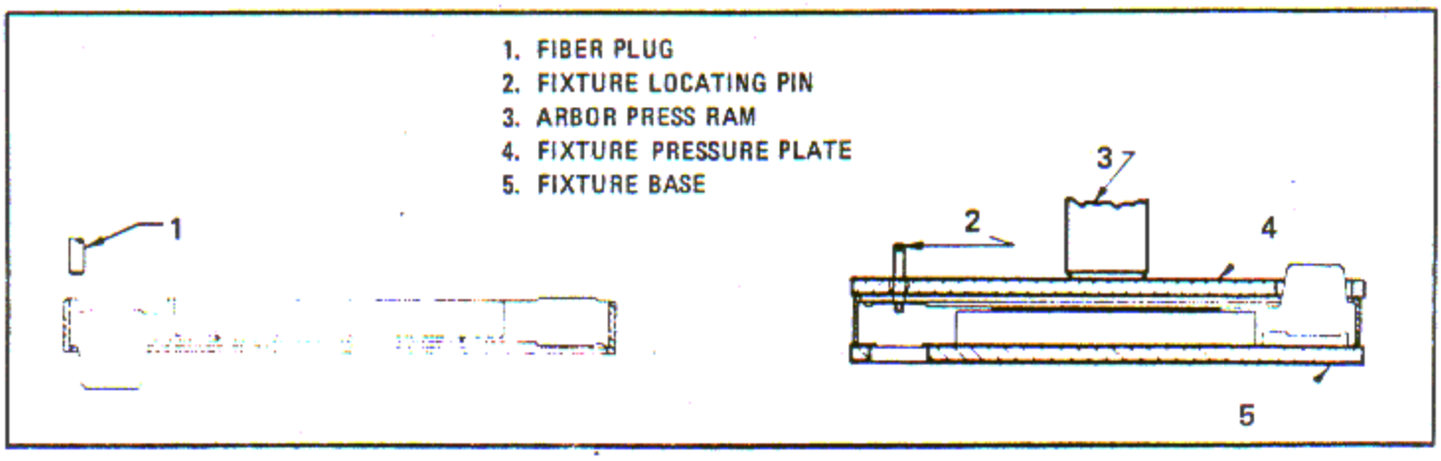

Figure 6-72. Remove and Install Cam Support Ring
6-308. Remove Cam Support Ring. Remove all cam retainer screws. Remove support ring from the cam support by tapping lightly around periphery of support ring using a fiber plug and hammer. See figure 6-72.
b. Locate the cam support on the base of fixture (5, figure 6-72), and place this assembly on an arbor press table.
c. Select a tapped hole in the outer edge of the support which will align with the stud clearance hole in the pressure plate (4) and screw a locating stud in place. Position the ring over the support with stud engaging proper hole in the ring.